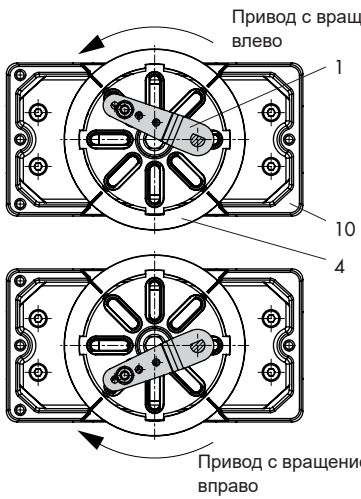

Рис. 10: *Направление вращения*
4. Установите соединительную муфту (4) на шлицевой вал привода или на адаптер (3) и затяните с помощью винта (4.1) с дисковой пружиной (4.2).
5. На рычаге M (1) позиционера выверните стандартный следящий штифт (2). Закрутите штифт следящего механизма (Ø5 мм) из монтажного комплекта в положение 90°.
6. При необходимости установите кронштейн манометра (7) с манометрами или при необходимой соединительной резьбе G ¼ установите соединительную плату (6), соблюдая правильное положение обоих уплотнительных колец (6.1). Для беспружинных поворотных приводов двойного действия при монтаже на приводе необходим реверсивный усилитель, см. главу 5.9.
8. Установите позиционер на корпус (10) и закрепите болтами. При этом выровняйте рычаг (1) таким образом, чтобы его следящий штифт с учётом направления вращения привода входил в зацепление с соответствующим шлицем кулачковой муфты (Рис. 10).